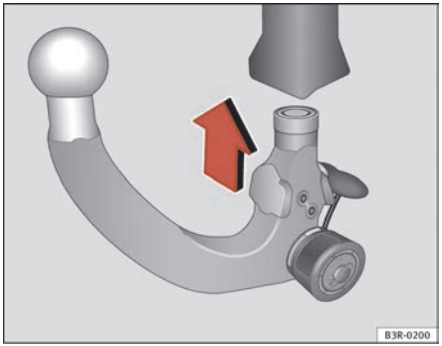

Fig. 161 Removable towing bracket: inserting the ball joint
– With the spring mechanism in the ready position, insert the ball joint into the mounting fixture and push it upwards ⇒ page 199, fig. 161 in the direction indicated (arrow) ⇒ ⚠. It should lock into position automatically. You should now clearly hear it click into place.